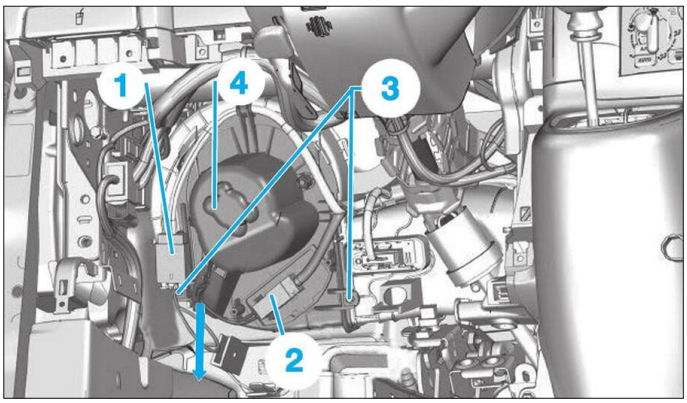

Fig. 31
• Déconnecter les connecteurs (1) et (2) **(Fig.31)**.